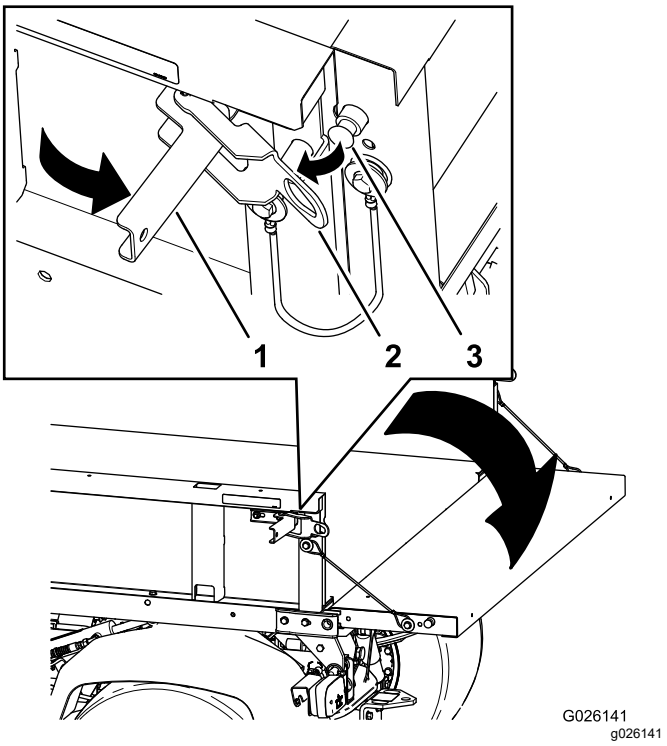

Figura 16
2. Abra os trincos nos lados esquerdo e direito da plataforma de carga e baixe a porta traseira (Figura 16).